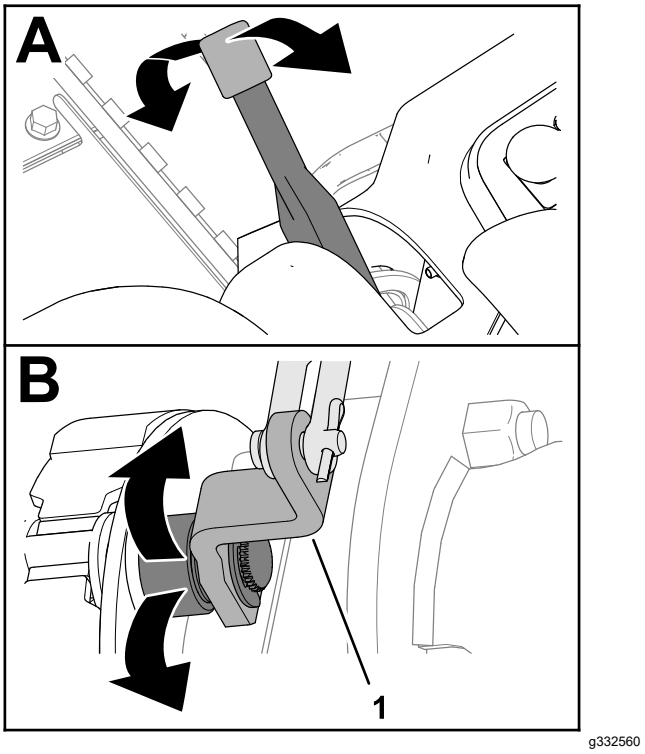

Figure 70
2. Levez ou abaissez le levier du frein de stationnement pour vérifier que le levier du levier de came du frein peut bouger librement (Figure 70).